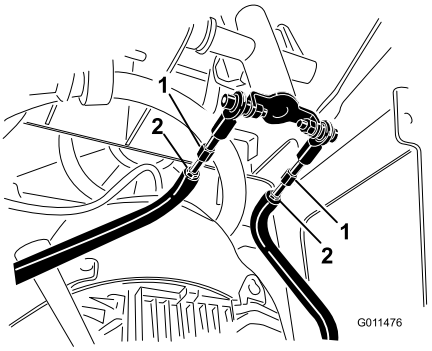

Bild 56
D. Lösen Sie die Klemmmuttern an den Zugstangen unter dem Armaturenbrett (Bild 56).